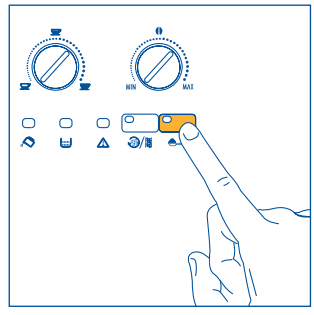

Рис. 18
1. Нажмите кнопку для использования молотого кофе , рис. 18. Индикатор в кнопке загорится, указывая, что функция задана, а кофемолка отключена.